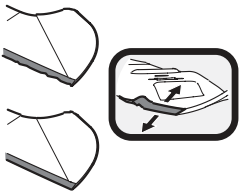

Fig. 55
1. Para afilar las cuchillas de corte de forma adecuada, extraiga cantidades iguales de metal de ambos extremos de las cuchillas a lo largo de los bordes cortantes, de forma paralela al borde de caída, a un ángulo de 25° a 30°. Afile siempre cada borde de las cuchillas de corte de forma pareja para mantener un centrado adecuado entre las mismas (Fig. 55).